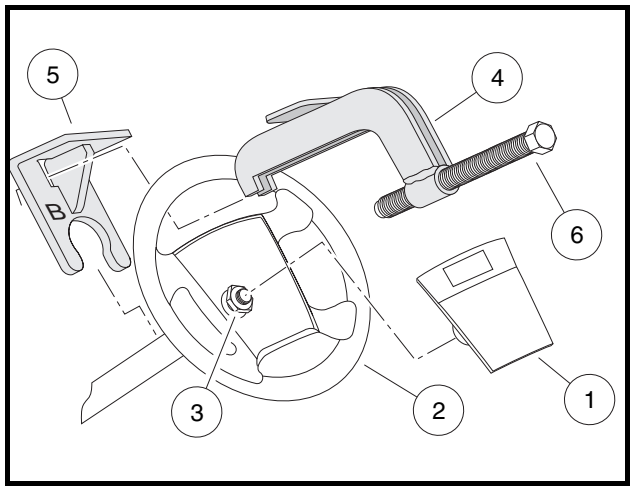

Figure 9-1 Steering Wheel Puller
- 5.1. Place the puller anvil (4) through the top opening of the steering wheel **(Figure 9-1, Page 9-2)**.
- 5.2. Insert the anvil feet through the two slots in the base plate (marked "B") (5) as shown **(Figure 9-1, Page 9-2)**.